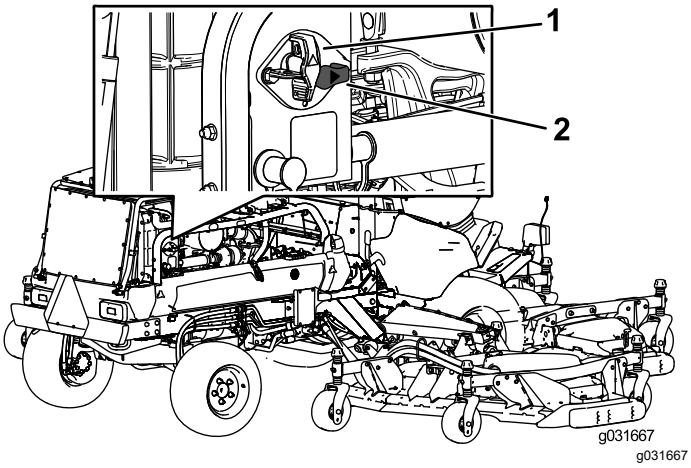

Figuur 74
- Om de machine van elektrische stroom te voorzien, draait u de afkoppelschakelaar van de accu rechtsom naar de stand AAN (Figuur 74).
- Om de elektriciteitsvoorziening van de machine uit te schakelen, draait u de afkoppelschakelaar van de accu linksom naar de stand UIT (Figuur 74).